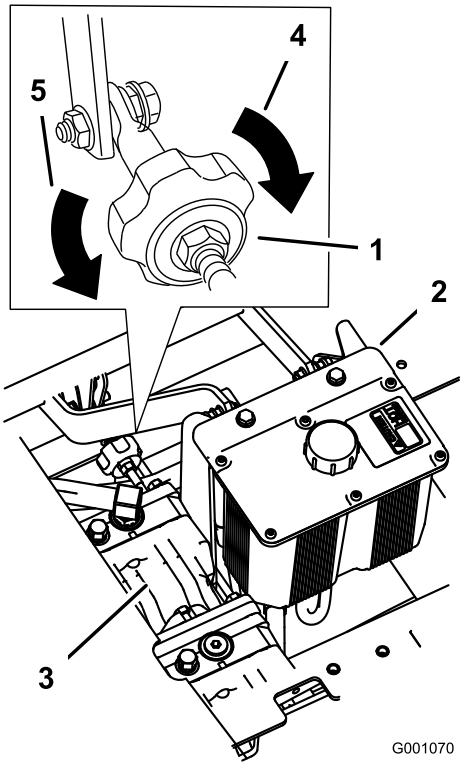

Figura 47
4. Para que la máquina vaya a la derecha, gire el pomo hacia el lado derecho de la máquina. Consulte Figura 47.
5. Para que la máquina vaya a la izquierda, gire el pomo hacia el lado izquierdo de la máquina. Consulte Figura 47.